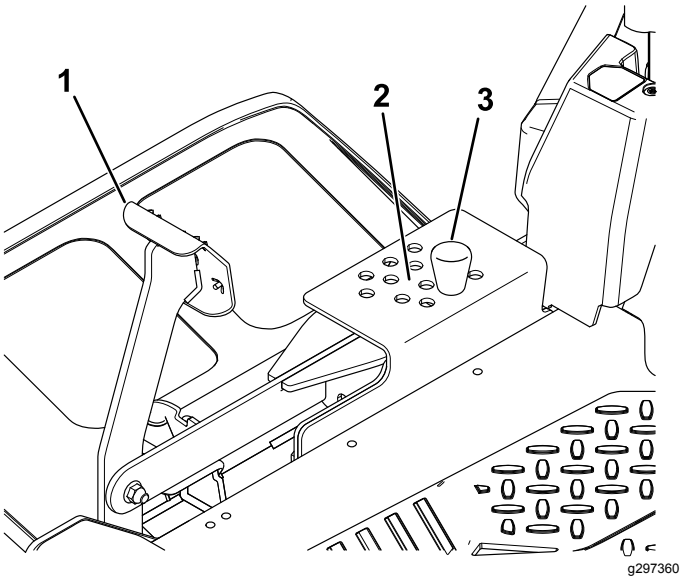

Rysunek 35
2. Aby wyregulować, wyjmij sworzeń ze wspornika wysokości cięcia (Rysunek 35).
3. Wybierz otwór w systemie wysokości koszenia odpowiadający żądanej wysokości koszenia i włóż w niego sworzeń (Rysunek 35).